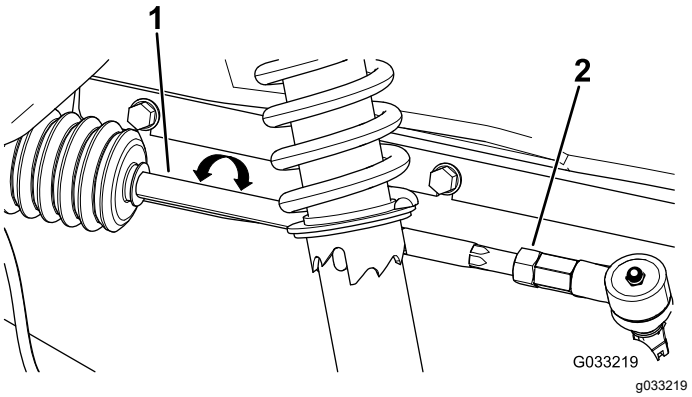

Figur 60
4. Hvis målingen ikke falder inden for 0 til 6 mm, skal kontramøtrikkerne løsnes i den ydre ende af forbindelsesstængerne (Figur 60).